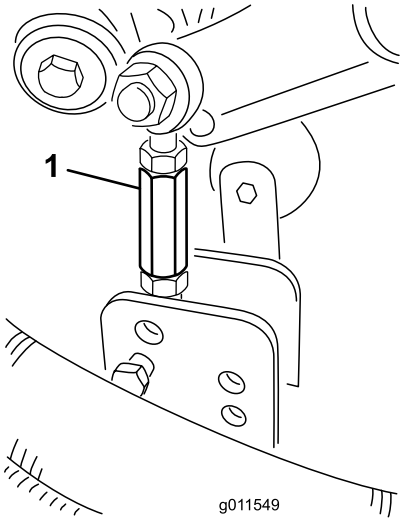
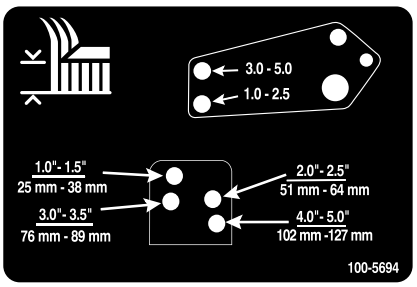

Рисунок 25
Рисунок 26
8. Расшплинтуйте и снимите штифты с отверстиями, которые крепят тяги демпферов к кронштейнам режущих блоков (Рисунок 25). Совместите отверстия тяг демпферов с выбранными отверстиями кронштейнов высоты скашивания в раме режущего блока (Рисунок 26), вставьте штифты с отверстиями и установите шплинты.